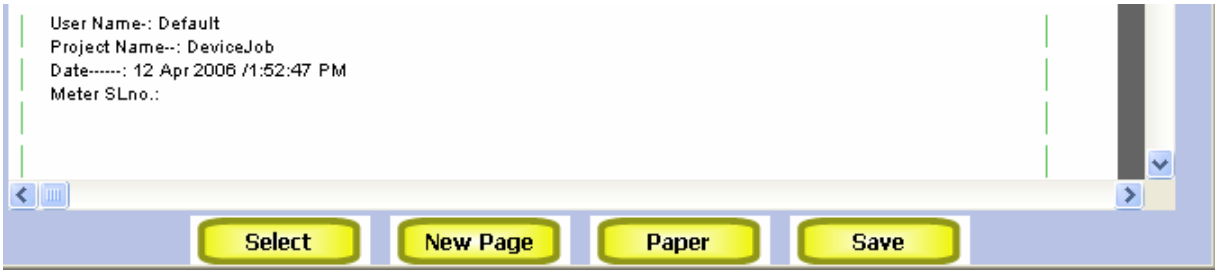

Figure 45 : Adding user information
3. A user info filed is added to the report. (Figure 45).